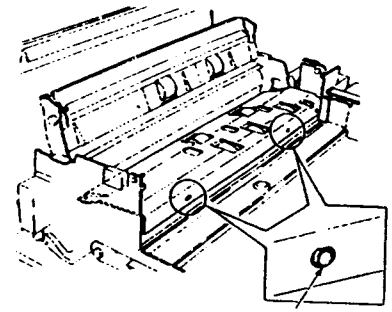

Рис. 6
b. (Рис. 6): При установке нижнего желоба совместите выступ на каркасе с отверстием в желобе.